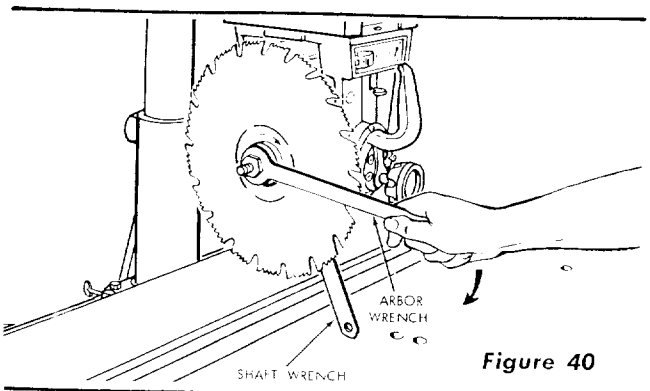
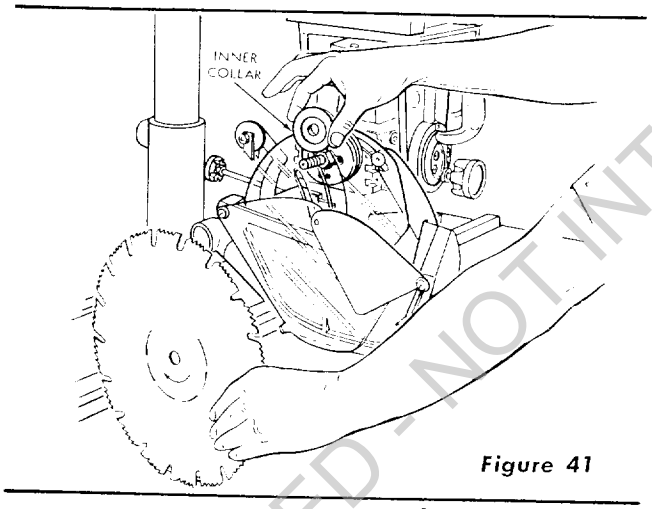

Figure 40
Figure 41
(2) Elevate the saw blade 30 turns of the elevation crank.
(3) Position wrenches as shown in figure 40.
(4) Remove shaft nut, outer collar, saw blade and inner collar.
b. Hold the guard in upside-down position and slide it into position on the motor shaft, allowing it to hang by the slot in the inner (clear plastic) assembly. (See figure 41.)